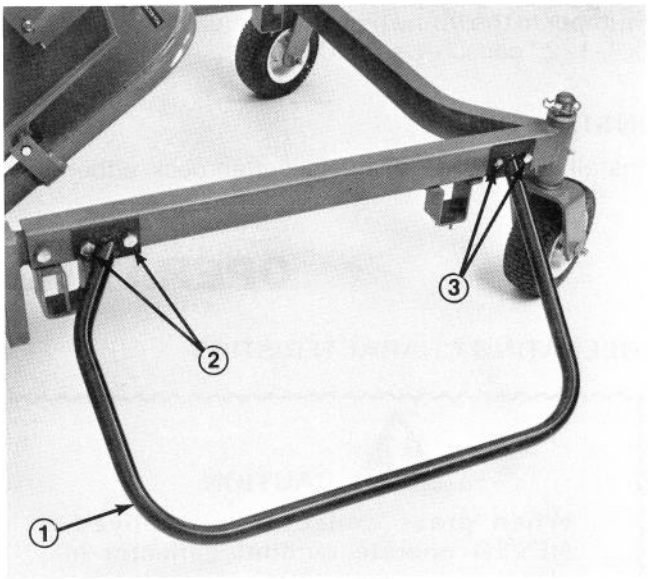

Figure 25
2. Remove two forward 1/2-13 x 1½" capscrews at the lift arm/carrier frame connection (Fig. 25). Align the bumper with the two holes, center punch and drill two 13/32" diameter holes for the front bumper bracket in the carrier frame channel.
3. Mount bumper and secure with (2) 1/2-13 x 1-1/2" capscrews at lift arm/carrier frame connection and (2) 3/8-16 x 1" capscrews and 3/8-16 flange locknuts at the front bracket location. Torque the 1/2-13 x 1-1/2" capscrews to 70-80 ft-lb (Fig. 25).